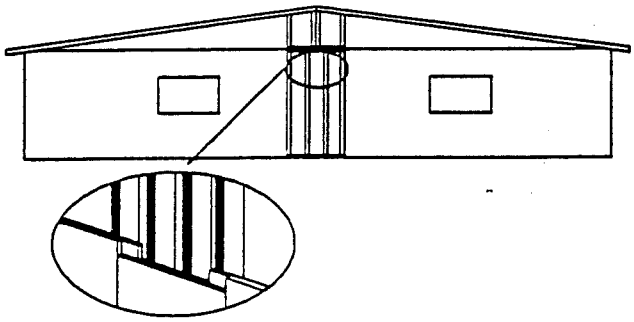

FIGURE 15
23. To finish the exterior siding, cut a piece of siding large enough to cover manufacturers precut lap joint. The edges of the fiberboard siding should also be remedied to properly fit the manufacturers lap joint. This can be accomplished by cutting the panel with a circular saw with the blade set at the appropriate depth. (See Figure 15)